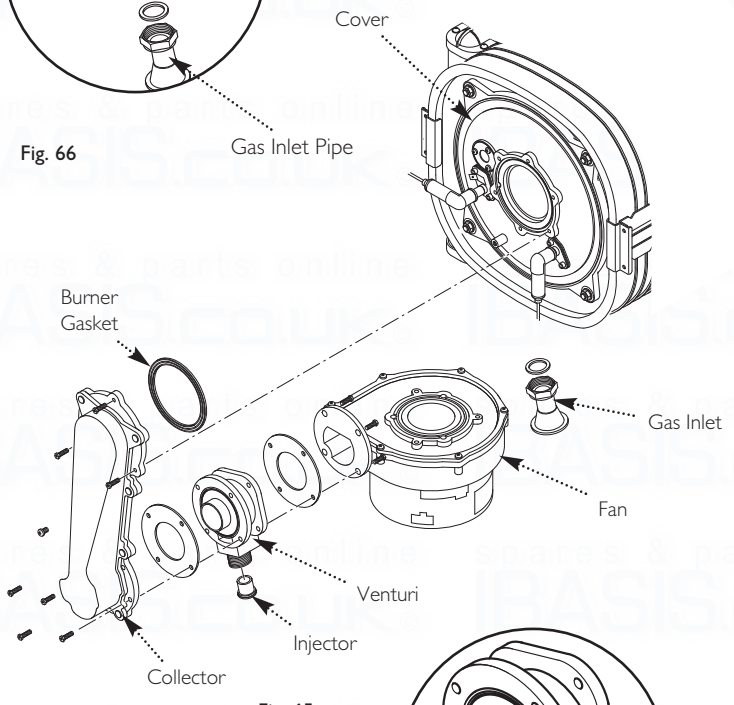

Fig. 65
13.5 Venturi (Fig. 65)
13.6 Injector (Fig. 65)